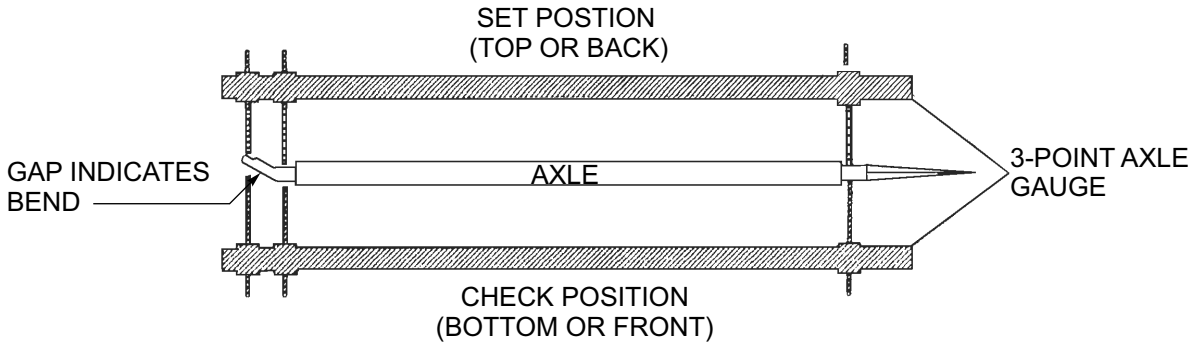

Figure 4-5: Checking Axle for Bend
2. Place a 3-point axle gauge against the front side of the axle, and adjust each axle gauge point to the axle. (Double point end against the inner and outer wheel bearing surfaces of the spindle being checked and the other point on the inner bearing surface on the other spindle **(*See Figure 4-5*.)**
3. Move the axle gauge and place against the back side of the axle. If either of the points of double point end fails to touch the axle surface, a bent spindle is evident. A point gap of .015" or more is considered excessive tire “toe” and the axle must be replaced **(*See Figure 4-5*.)**